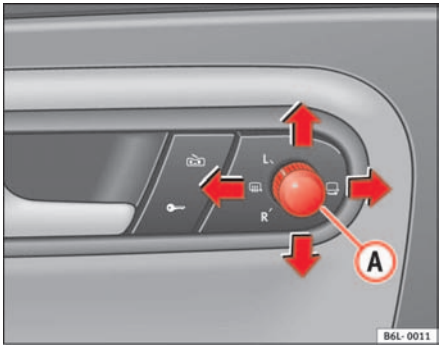

Fig. 67 Exterior mirror control
1. Turn knob ⇒ fig. 67 to position **L** (**left wing mirror**).
– Turn the knob to demisting ⇒ fig. 67.
– Turn the control ⇒ page 97, fig. 67 to position to fold in the exterior mirrors. You should always fold in the exterior mirrors if you are driving through an automatic car wash. This will help prevent damage.